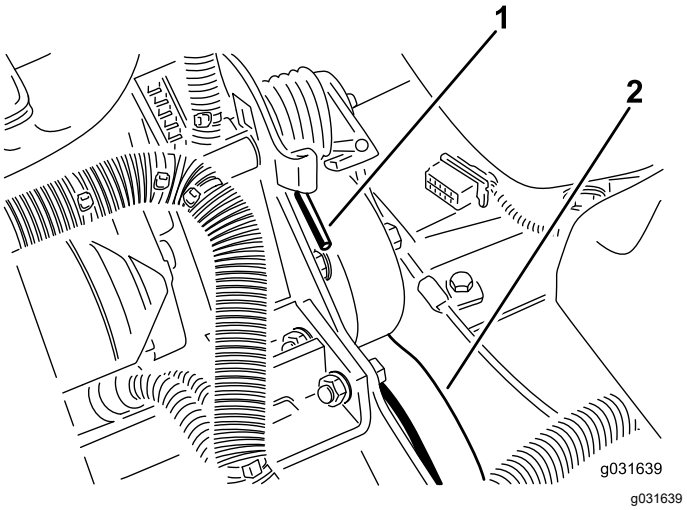

Figur 62
2. Tryck fjäderänden nedåt och framåt för att kroka av den från fästet och lätta på fjäderspänningen (Figur 62).